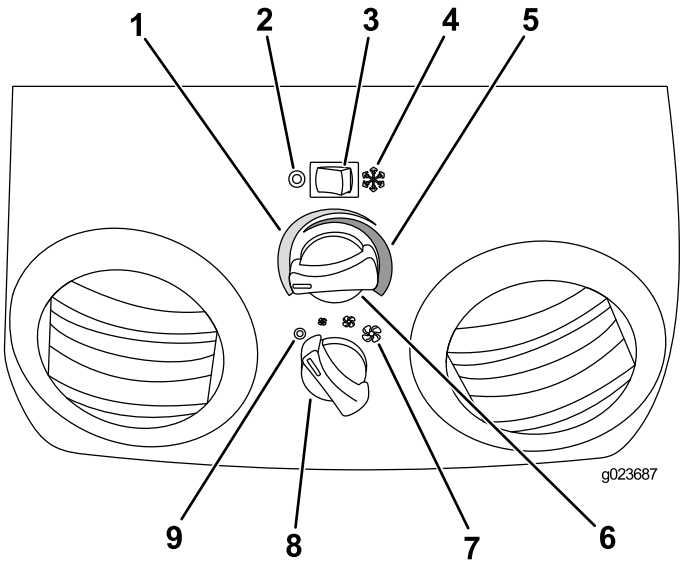

Rysunek 64
1. Przesunąć przełącznik KLIMATYZACJI w prawo, aby WŁĄCZYĆ układ klimatyzacji kabiny (Rysunek 64).
3. Przekręcić pokrętło TEMPERATURY w lewo i ustawić w pozycji pożądanej temperatury (Rysunek 64).
4. Przekręcić pokrętło PRĘDKOŚCI WENTYLATORA do pozycji niskiej, średniej lub wysokiej prędkości obrotowej (Rysunek 64).
1. Przesunąć przełącznik KLIMATYZACJI w lewo, aby WYŁĄCZYĆ układ klimatyzacji kabiny (Rysunek 64).
3. Przekręcić pokrętło TEMPERATURY w prawo i ustawić w pozycji pożądanej temperatury (Rysunek 64).